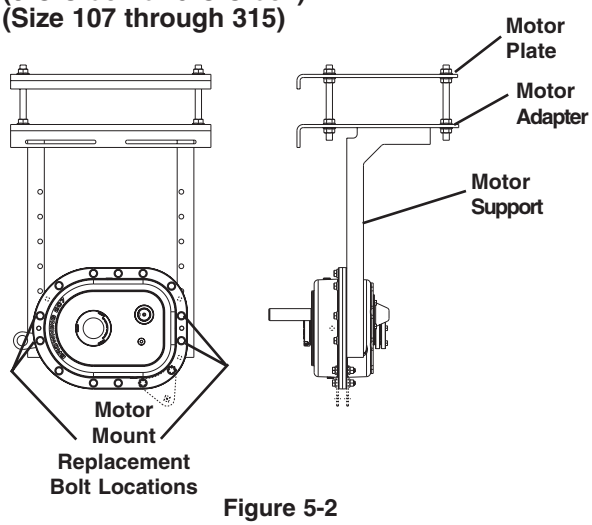

Figure 5-2
5.2.1 Remove the housing flange bolts as shown in Figure 5-2.